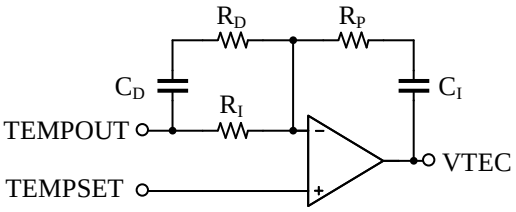

Abbildung 8. Das Kompensationsnetzwerk
4. Stellen Sie das Kompensations-Netzwerk ein. Ziel ist es, das Controller Kompensationsnetzwerk mit der thermischen Belastung so abzugleichen, dass Reaktionszeit und Fehler bei der Temperaturmessung minimiert werden. Passen Sie den Potentiometer W1 an, um die Solltemperatur TEMPSET geringfügig zu ändern, im dem sie einen Sprungversuch simulieren. Verbinden Sie zur gleichen Zeit ein Oszilloskop mit dem VTEC Test-Pin (auf der linken Seite der Evaluationsplatine), wählen Sie den "scrolling mode" (0.2 Sekunden/Division oder langsamer) und beobachten Sie die Wellenform des VTEC während TEMPSET gesteuert wird von einem Signal mit Sprungfunktion. Der Schaltkreis des Kompensationsnetzwerks wird in Abbildung 8 angezeigt.